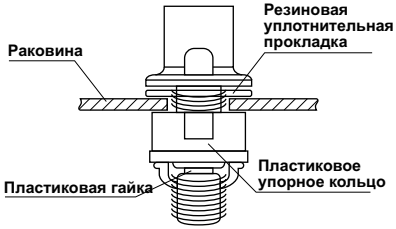

**Рис. 3**
3. Установите кран в отверстие раковины, поставьте уплотнительную прокладку, упорное кольцо и закрепите кран снизу с помощью пластиковой гайки (рис. 3). Гайка должна быть затянута плотно, но не перетянута.